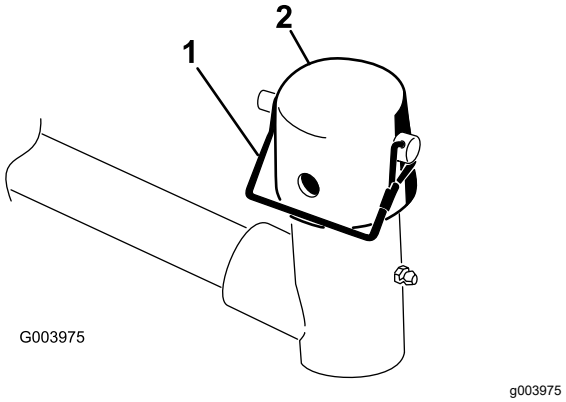

Figur 9
2. Demontera låsstiftet och locket på lyftarmens svängok (Figur 9).
Obs: Använd skåran om du vill kunna styra klippenheten eller hålet om klippenheten ska låsas fast i ett läge (Figur 9).